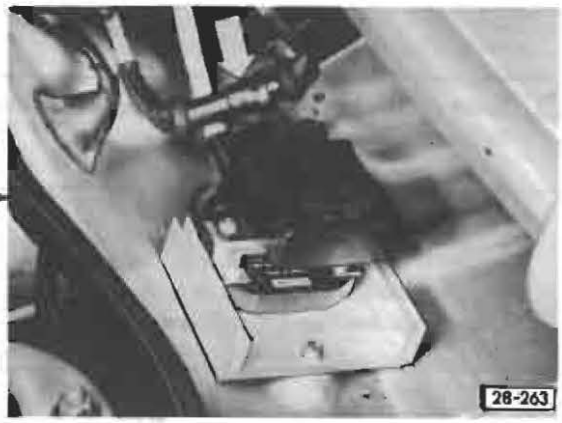

Fig. 4 Idle stabilizer
⑤ Idle stabilizer defective (delete this step if idle stabilizer is not installed)
– remove idle stabilizer plugs and connect together (see Fig. 4 arrow)